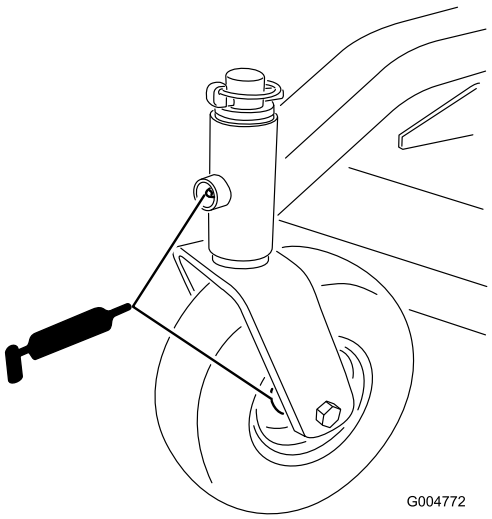

Figura 15
- Boccole dei fuselli delle ruote anteriori (Figura 15)
- Cuscinetti delle ruote orientabili anteriori e posteriori (Figura 15)